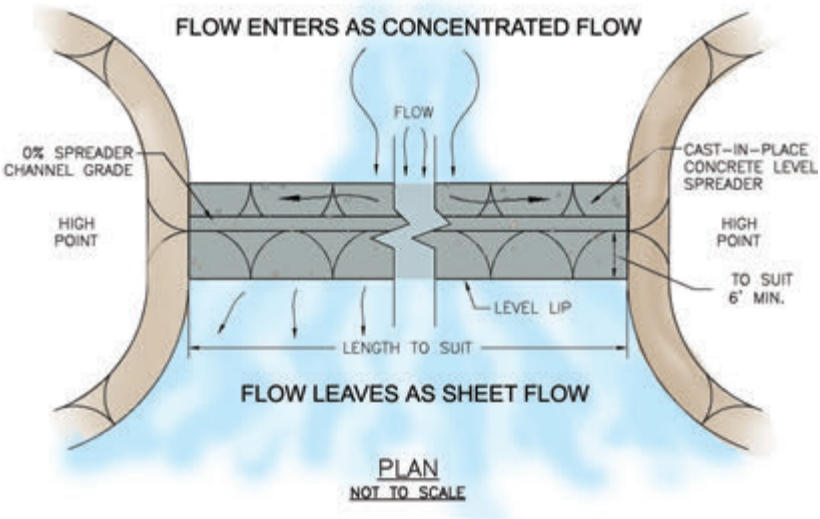

Figure 5.6. Concrete and earth lipped level spreaders (Adapted from: RI Stormwater Manual and NC State University).
- **Spreader lip must be level** (uniform height and zero grade) and reinforced with erosion control matting, concrete, or gravel (Figure 5.6).